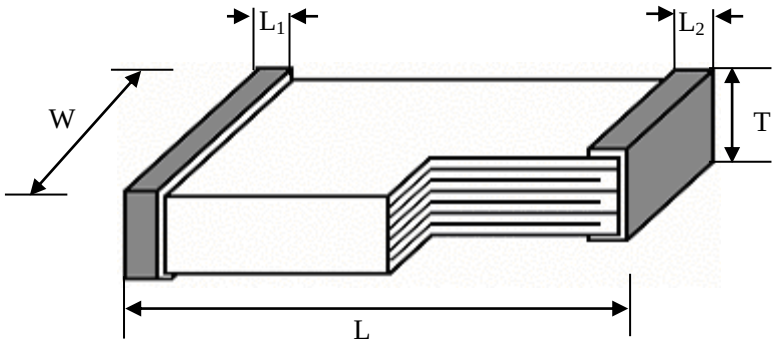

图 1 产品外形示意图
3.2.1 要求:产品的外形和尺寸应符合图 1 及表 1 的要求。